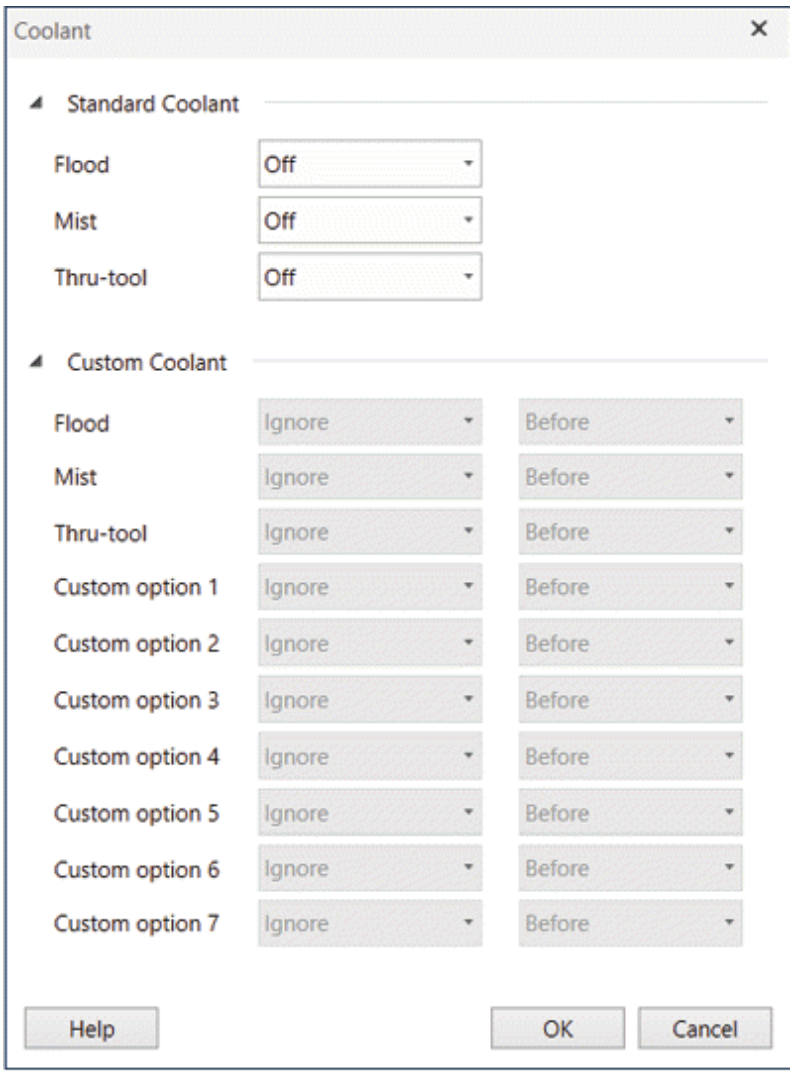

Figure-34. Coolant dialog box
- Specify desired parameters related to tool movement. Click on the **Coolant** button to specify settings related to coolant. The **Coolant** dialog box will be displayed; refer to Figure-34.